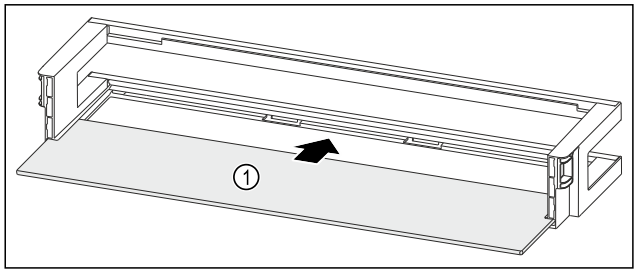

Fig. 175 Estantes en la contrapuerta con estante
▶ Introduzca el estante *Fig. 175 (1)* en las entalladuras laterales.